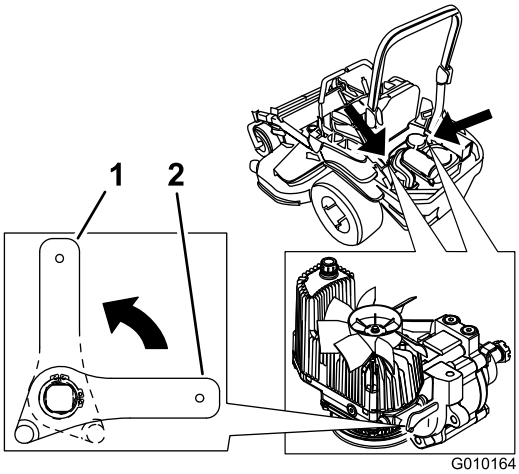

Figura 36
2. Gire las palancas de las válvulas de desvío a la posición vertical para empujar la máquina. Esto permite que el aceite hidráulico se desvíe alrededor de la bomba, dejando que las ruedas giren (Figura 36).
4. Gire las palancas de las válvulas de desvío a la posición horizontal para conducir la máquina (Figura 36).